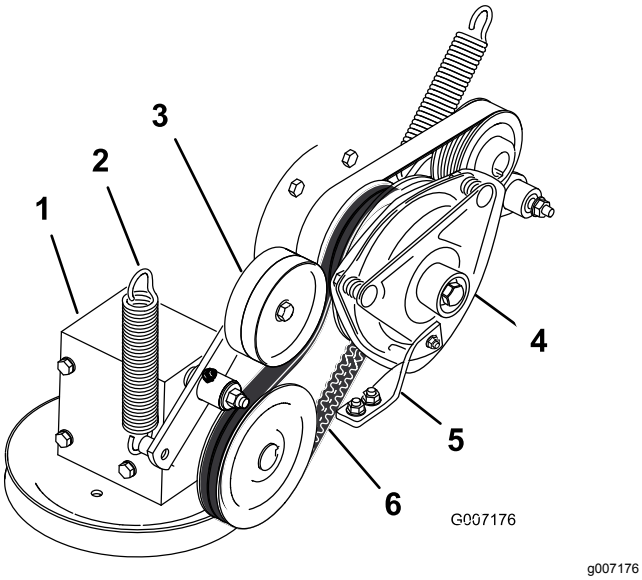

Figur 63
4. Tag fjederen af styrearmen (Figur 63).
7. Monter kraftudtagets drivrem omkring koblingens remskive og gearkassens remskive (Figur 63).
9. Monter fjederen på styrearmen (Figur 63).